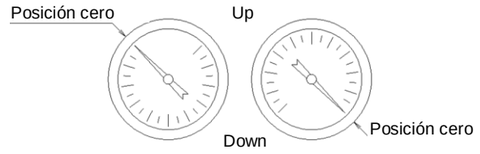

Fig. 1 Fig. 2
- Si se usa un manómetro invertido (como en la Fig. 1), puede producirse un desplazamiento de la lectura del punto cero. Asegúrate de usar el manómetro en la dirección mostrada en la Fig. 2. La gravedad afectará al punto cero del manómetro; por tanto, debe colocarse correctamente.